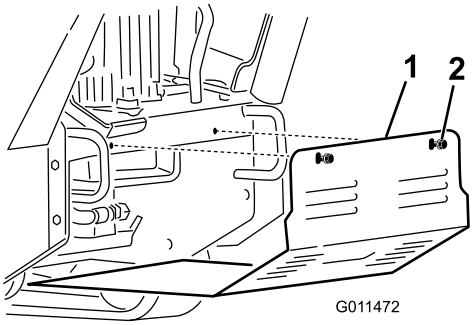

Figur 27
2. Lossa en i taget av bottenskyddets två skruvar tills skyddet kommer loss (Figur 27).
2. För in bottenskyddet i maskinen så att det vilar på de fyra flikarna (Figur 27).